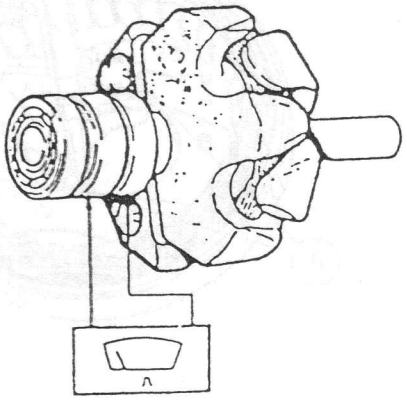

Fig. 10.46
1.- Conecte un ohmetro entre los dos anillos rozantes y compruebe la continuidad del rotor (Fig. 10.46)